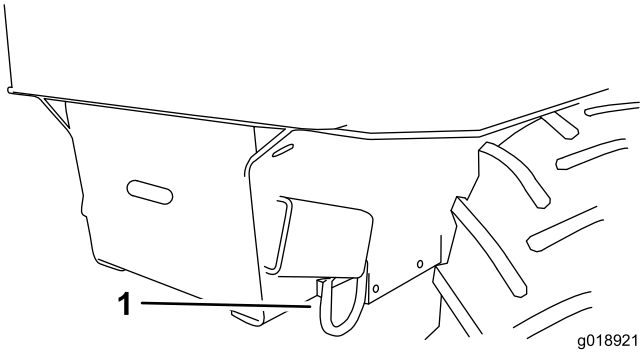

Figure 15
8. Fixez les anneaux d'arrimage avant de la machine à la remorque (Figure 15).